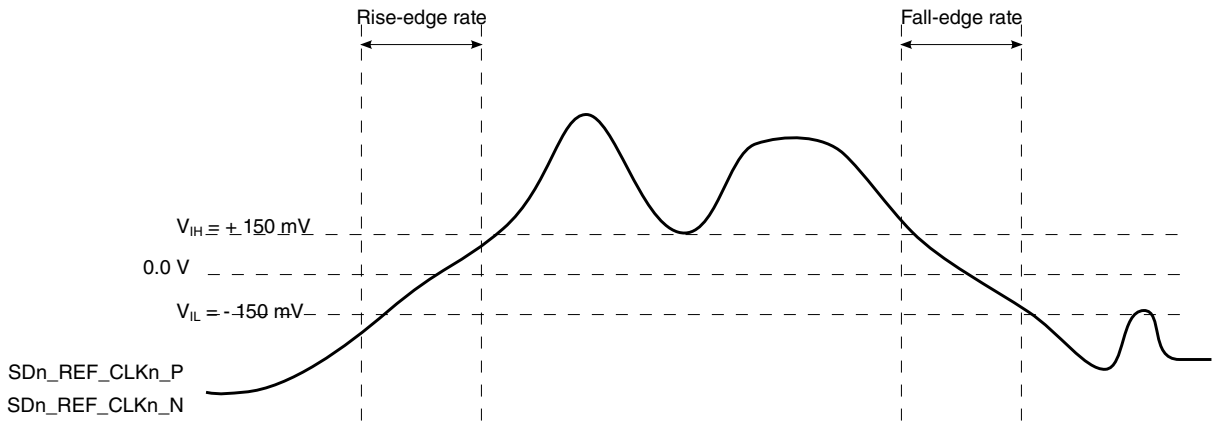
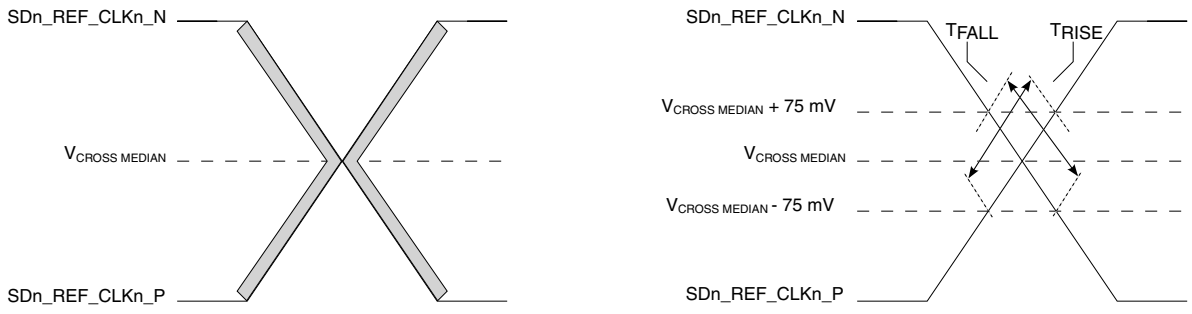

Figure 40. Differential measurement points for rise and fall time
Figure 41. Single-ended measurement points for rise and fall time matching
Differential Waveform — The differential waveform is constructed by subtracting the inverting signal (SD_TX*n*_N, for example) from the non-inverting signal (SD_TX*n*_P, for example) within a differential pair. There is only one signal trace curve in a differential waveform. The voltage represented in the differential waveform is not referenced to ground. See Figure 40. on page 120 as an example for differential waveform.
1. Caution: Only 100, 125, and 156.25 have been tested. In-between values do not work correctly with the rest of the system. 2. For PCI Express (2.5, 5 and 8 GT/s). 3. For SGMII, 2.5G SGMII and QSGMII. 4. Measurement taken from differential waveform. 5. Limits from PCI Express CEM Rev 2.0. 6. For PCI Express 5 GT/s, per PCI Express base specification Rev 3.0. 7. Measured from -150 mV to +150 mV on the differential waveform (derived from SD1_REF_CLKn_P minus SD1_REF_CLKn_N). The signal must be monotonic through the measurement region for rise and fall time. The 300 mV measurement window is centered on the differential zero crossing. 8. See Figure 40. on page 120. 9. For PCI Express 8 GT/s, per PCI Express base specification Rev. 3.0. 10. Measurement taken from single-ended waveform. 11. Matching applies to rising edge for SD1_REF_CLKn_P and falling edge rate for SD1_REF_CLKn_N. It is measured using a ±75 mV window centered on the median cross point where SD1_REF_CLKn_P rising meets SD1_REF_CLKn_N falling. The median cross point is used to calculate the voltage thresholds that the oscilloscope uses for the edge rate calculations. The rise edge rate of SD1_REF_CLKn_P must be compared to the fall edge rate of SD1_REF_CLKn_N, the maximum allowed difference should not exceed 20% of the slowest edge rate. 12. See Figure 41. on page 121.